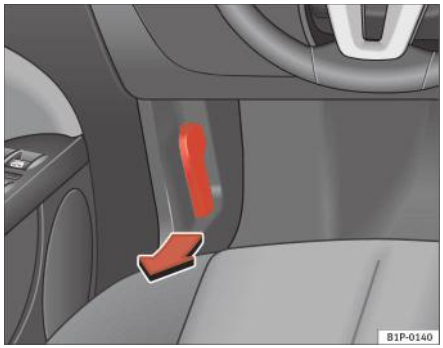

Fig. 140 Detaliu cu spațiul pentru picioare de pe partea şoferului: maneta de deblocare a capotei.
– Pentru deblocarea capotei, trageți maneta de sub planşa de bord ⇒ pagina 231, fig. 140 în sensul indicat (săgeata). Capota va fi eliberată prin acțiunea unui arc ⇒ ⚠.